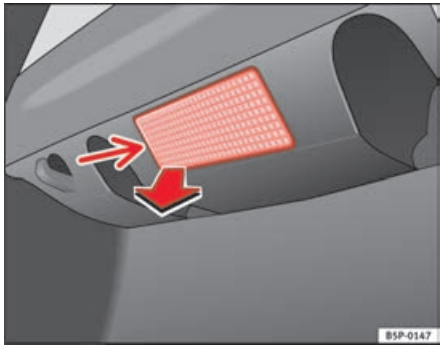

Fig. 169 Luggage compartment light
– Extract the tulip shaped fitting by pressing on the inside edge of this -arrow- using the flat side of a screwdriver ⇒ fig. 169.